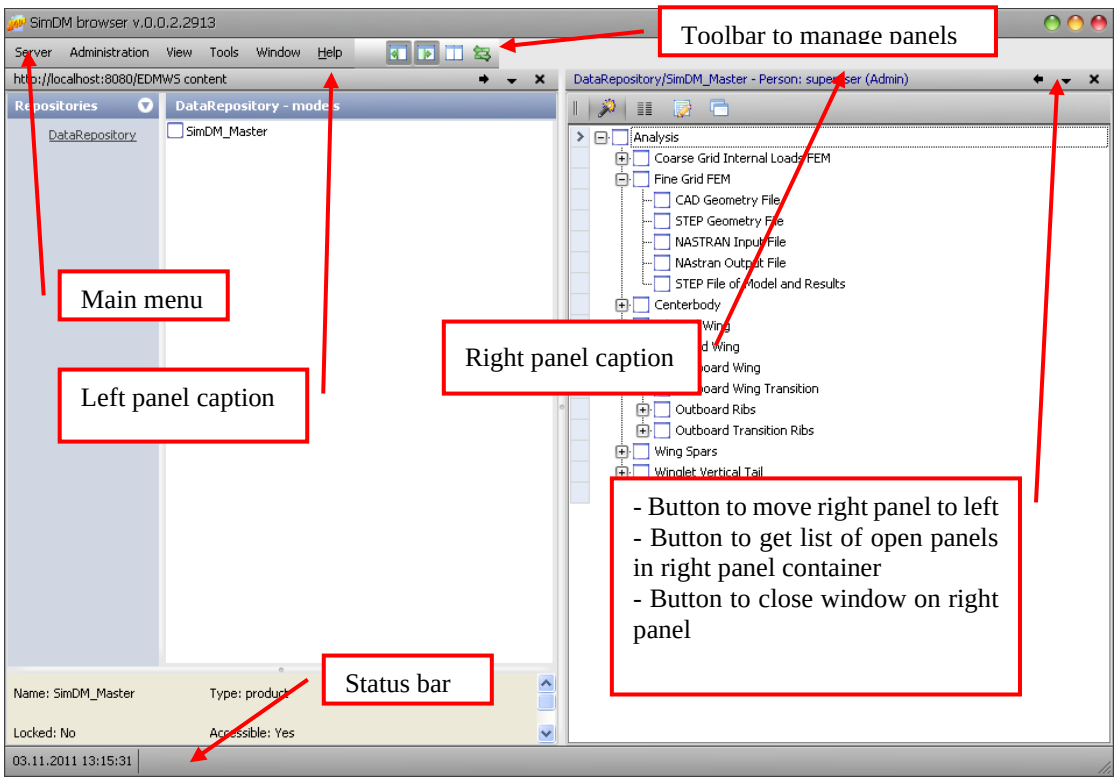

Figure 4. Main window
The main window of the application looks like in Figure 4 (left and right panel containers have open panels).
The main menu (see Figure 4) contains the following menu items:
- StatusBar – opens and closes the status bar (see Figure 4)